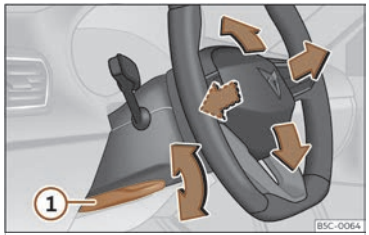

Fig. 86 Palanca a la part inferior del lateral esquerre de la columna de direcció.
- Estireu la palanca >>> **fig. 86** ① cap avall, moveu el volant fins a la posició desitjada i torneu a apujar la palanca fins al punt de tancament.
- **Després d'ajustar la columna de la direcció, empenyeu fermament la palanca >>> fig. 86 ① cap amunt perquè el volant no canvïi de posició accidentalment durant la marxa.**